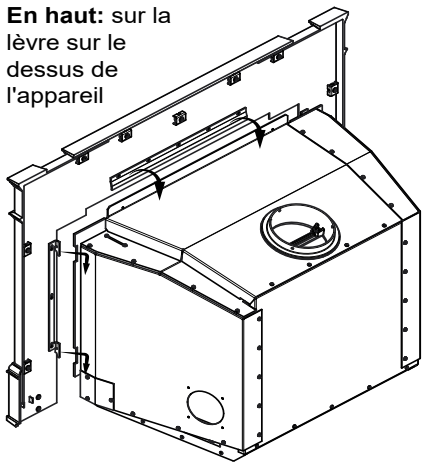

Figure 22.4
11. Alignez les 2 vis dans la partie supérieure de l'encadrement avec les 2 trous d'alignement en dessus de l'appareil. Fixez en place **(Figure 22.4)**.